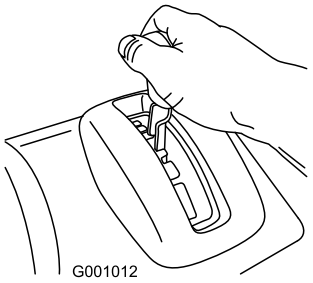

Figura 11
1. Posizionate la leva del selettore della velocità alla posizione desiderata di marcia avanti, assicurandovi che si blocchi nella tacca (Figura 11).